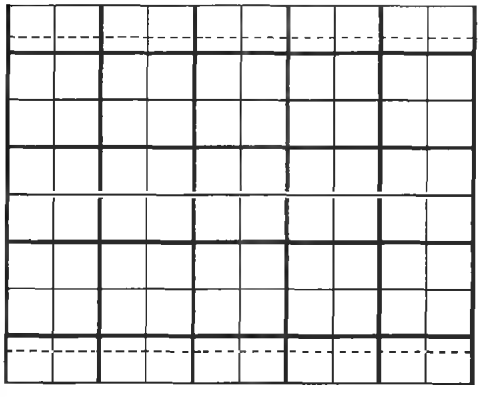

Figure L54-5
c. Now turn the volume all the way up. Whistle again. Draw this on you the scope face in Figure L54-5.